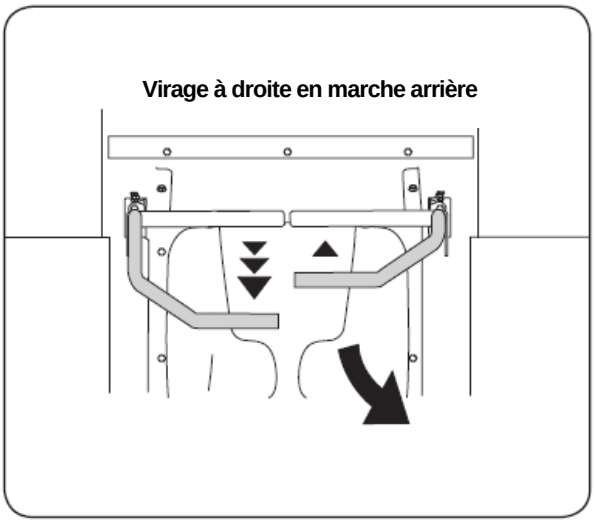

Figure 5-7
2. Pour tourner à droite pendant que vous reculez, déplacez le levier de droite à l'avant par rapport au levier de gauche. Consultez la Figure 5-7.